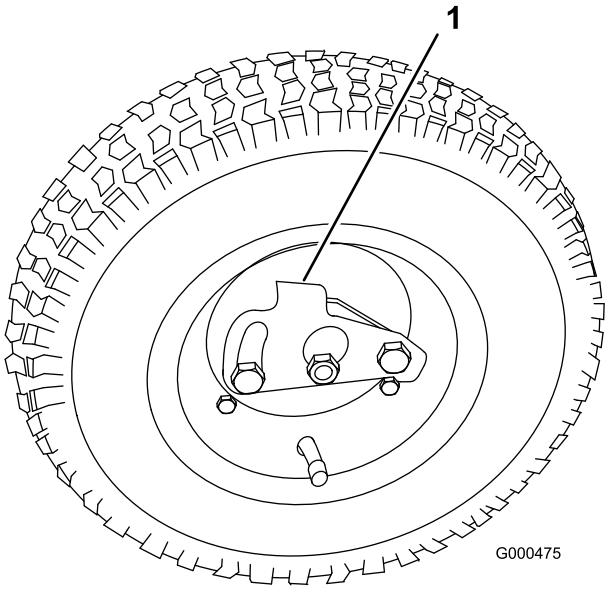

Bild 7
5. Ziehen Sie das Rad auf die Achse auf (Bild 7).
6. Drehen Sie den Radbefestigungsclip weg von der Mitte des Rads, damit er weiter auf die Achse gleiten kann (Bild 7).